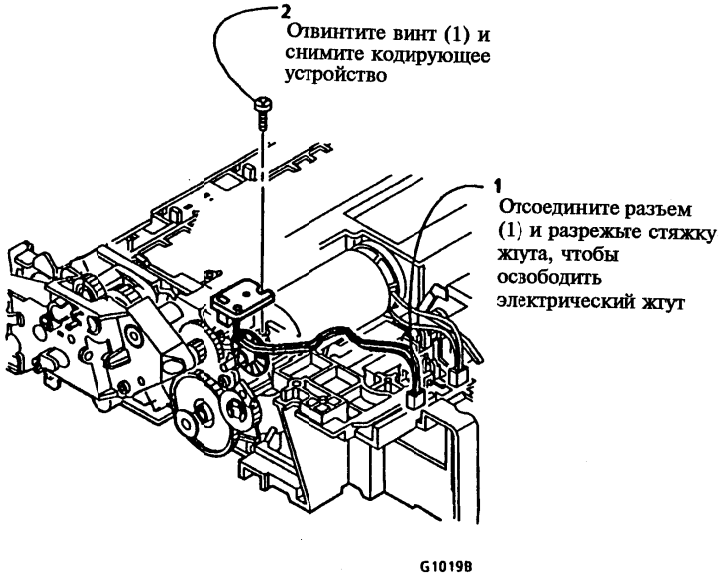

Рисунок 1. Снятие датчика кодирующего устройства главного двигателя
2. (Рисунок 1): Снимите датчик кодирующего устройства главного двигателя.